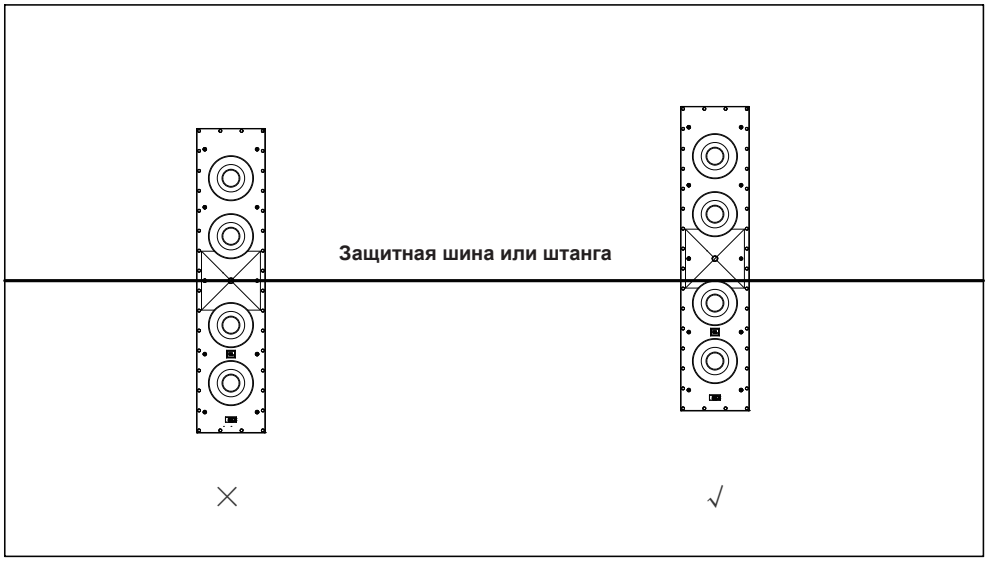

**Рисунок 4**
**ПРИМЕЧАНИЕ.** Некоторые перфорированные проекционные экраны оснащены защитной шиной или штангой, отцентрованными по раме экрана (Рис. 4). В этом случае проверьте, не блокирует ли штанга рупор акустической системы. Расположите акустическую систему так, чтобы штанга пересекала её под рупором, максимально близко к НЧ-динамику.